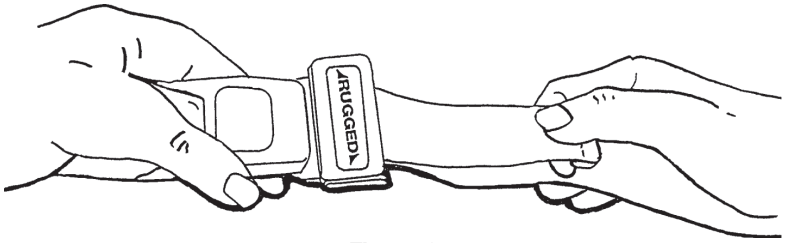

Figur 48
- **Selen forlænges** ved, at man tager fat i spændetungen, vipper den i en vinkel i forhold til selve selen og trækker den udad (Figur 48). En søm for enden af selen forhindrer, at spændetungen kommer fri af selen.
- **Selen forkortes** ved, at man tager fat om sømmen og trækker selen tilbage gennem spændet, indtil den påkrævede stramhed er opnået (Figur 48).